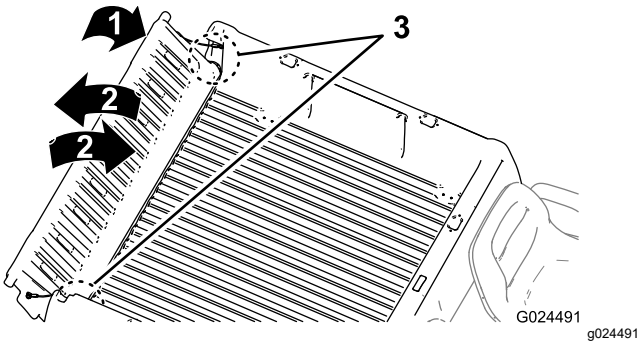

Figuur 15
2. Draai de achterlaadklep ongeveer in de 45°-stand (Figuur 15).
3. Beweeg de achterlaadklep enkele keren heen en weer met korte, schokkende bewegingen (Figuur 15).